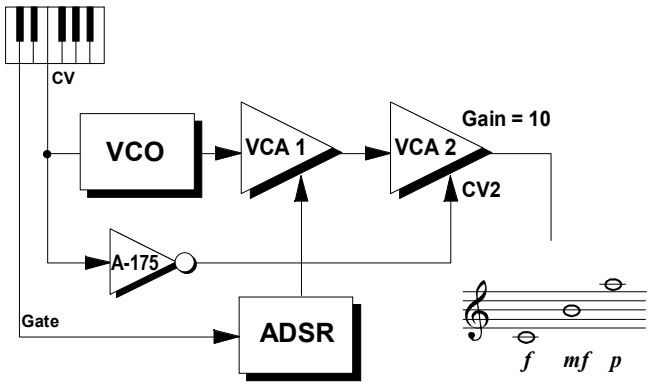

Abb. 8: tonhöhenabhängige Lautstärke: je höher ein Ton, desto leiser
Für umgekehrtes Verhalten, d.h. höhere Töne werden leiser wiedergegeben als tiefe, schalten Sie einen **Voltage-Inverter A-175** vor den VCA 2 (s. Abb. 8). Drehen Sie den Gain-Regler ① maximal auf und legen Sie mit dem CV2-Regler ② fest, ab welcher Frequenz auch hohe Töne zu hören sind.